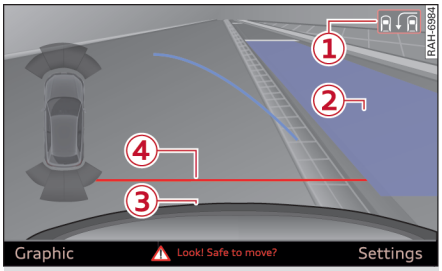
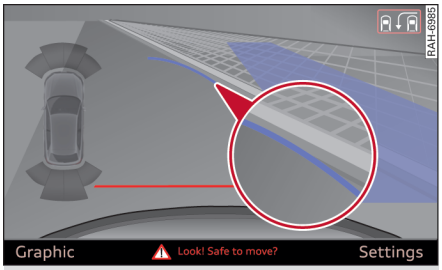

图 142 MMI：蓝色标记校准到停车空档上
图 143 MMI：蓝色弧线与马路上沿接触
- 在 MMI* 操作单元上按压控制按钮选择 ① ⇨ *图 142*。显示纵向泊车。
- 请倒车行驶，把本车调整到蓝色标记面 ② 紧挨着后面一侧的汽车或泊车位分界线 ⇨ ⚠，*在一般提示中，见第 109 页*、⇨ ⓘ，*在一般提示中，见第 110 页*。蓝色标记面显示车辆轮廓向后约 5 米的延伸。蓝色标记面的纵侧应贴上马路上沿。整个蓝色标记面必须能进入停车空档。
- 将车倒进停车场空位，直到蓝色曲线 ⇨ *图 143* 接触到路沿石 ⇨ ⚠，*在一般提示中，见第 109 页*、⇨ ⓘ，*在一般提示中，见第 110 页*。停车。
- 继续向停车场空位内倒车，直到汽车与路沿石平行 ⇨ ⚠，*在一般提示中，见第 109 页*、⇨ ⓘ，*在一般提示中，见第 110 页*。③ 标志着后保险杠。最迟在红色定向线 ④ 接触到一个障碍物时就不要再继续行驶！与此同时，本车前部的状况。
如果在停车空档旁有障碍物，如墙壁等，那么在侧面必须选择较大的间距。使蓝色面的纵向边与障碍物保持足够距离，不允许紧贴蓝色面。必须大幅度提前打方向盘。蓝色弧线 ⇨ *图 143* 与障碍物**不可**接触，应留有足够的距离。